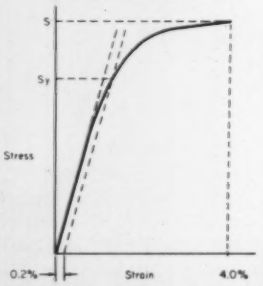
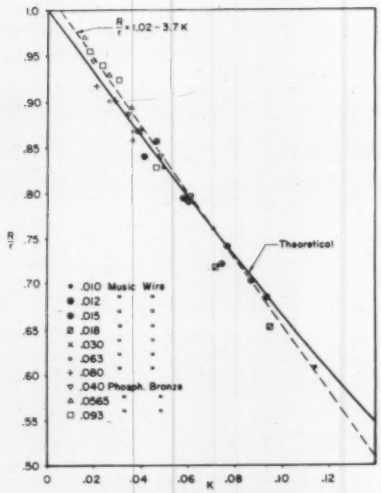

Fig. 2 Typical stress-strain diagram for music wire
Fig. 3 Theoretical curve representing test data as a single straight line for the springback of coil springs
Fig. 2 shows a typical stress-strain diagram for music wire from which it can be seen that the bulk of the permanent set that is achieved during the coil-winding operation takes place at or very near the ultimate strength level, which demonstrates the validity of this choice.
The theoretical curve together with test data is shown in Fig. 3. It is evident that a simple straight line will represent these data quite well. This adds greatly to convenience of calculating while not causing results to deteriorate. The equation of this line is
The data in Fig. 3 are purposely limited to values of D_s/d between 4 and 30 and $S/E \times 1000$ between 6 and
16. These curves should not be extrapolated without additional tests. The authors hope the curves and tables cover a sufficiently wide range for general use. Based on the good correlation in Fig. 3 and previous experience, it is believed that a wide variety of wire sizes and other spring materials will follow essentially the same laws over the values of D_a/d and S/E given above. Only the above ratios were found to be important, thus the values of D_a, d, and so forth, are independent, and the results presented apply equally well to very large or very small spring diameters.
Fig. 2 Flow chart, showing the flow of a pan of parts through the dispatch area which is located on the mezzanine deck of the storeroom, providing the dual advantage of simplifying the mechanical problems, and providing an elevated vantage point
Fig. 3 The work flow within the dispatch area, once the manufacturing process has started. The pan travels to the various areas for addition of parts and dispatch to the floor conveyer when parts have been assembled.
The dispatch operation, as described in the general flow of work, requires considerable co-ordination of paper work with material flow. Fig. 2 gives a flow picture of the time, paper, and material flow required to introduce an order into the dispatch process, while Fig. 3 provides a picture of the work flow within the dispatch area once the manufacturing process has started.